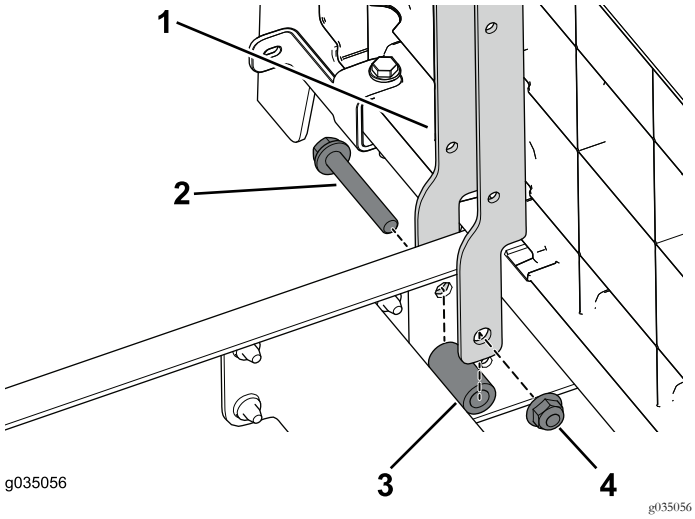

Figura 37
1. Utilizzate i 2 bulloni (3/8" x 2½"), i distanziali e i dadi flangiati per fissare i supporti del sedile sulla sezione anteriore della macchina (Figura 37).